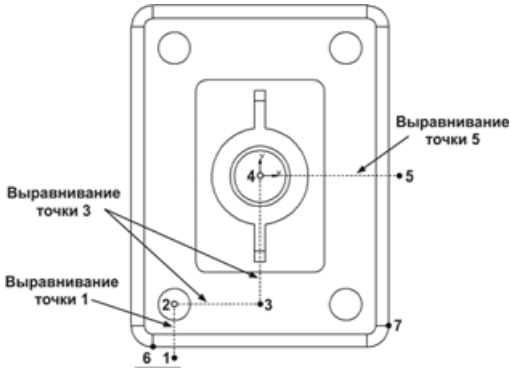

Рис. 5.72
- С помощью команды **Точка** постройте недостающие опорные точки 1, 3 и 5 линии сечения (рис. 5.72). Указать положение точек поможет привязка **Выравнивание**: